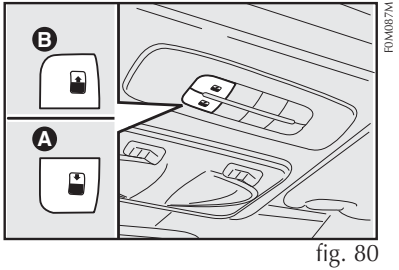

fig. 80
O funcionamento do teto solar apenas ocorre com a chave de ignição na posição **MAR**. Os comandos **A** e **B-fig. 80** próximos da luz interna dianteira comandam as funções de abertura/fechamento do teto solar.
Pressionar o botão **B-fig. 80** e mantê-lo pressionado, o painel de vidro do teto solar ficará na posição “spoiler”. Pressionar novamente o botão **B-fig. 80** e, agindo no comando por mais de meio segundo, se inicia o movimento do vidro do teto, que prossegue automaticamente até o fim de curso. O vidro do teto pode ser bloqueado numa posição intermediária agindo novamente no botão.
A partir da posição de abertura completa, pressionar o botão **A-fig. 80** e, atuando no botão por mais de meio segundo, o vidro dianteiro do teto ficará automaticamente na posição “spoiler”. Pressionar novamente o botão **A-fig. 80** e mantê-lo pressionado até o
- pressionar o botão **A-fig. 80** para fazer com que o teto, a impulsos, se feche totalmente;